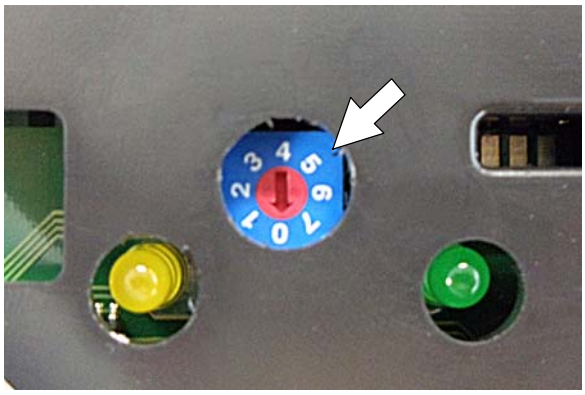

図 124
5. 小型の標準ドライバーを使用して、次の表に示すように、ダイヤルを適切なバッテリーの種類まで回します（図124）。